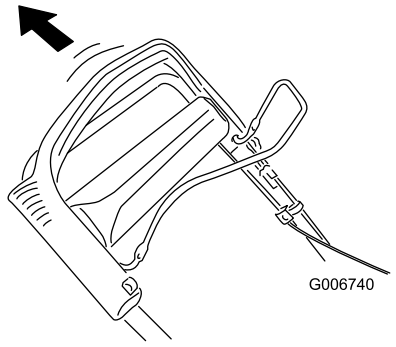

Figur 27
2. Dra tillbaka det övre handtaget så långt som möjligt (Figur 27).